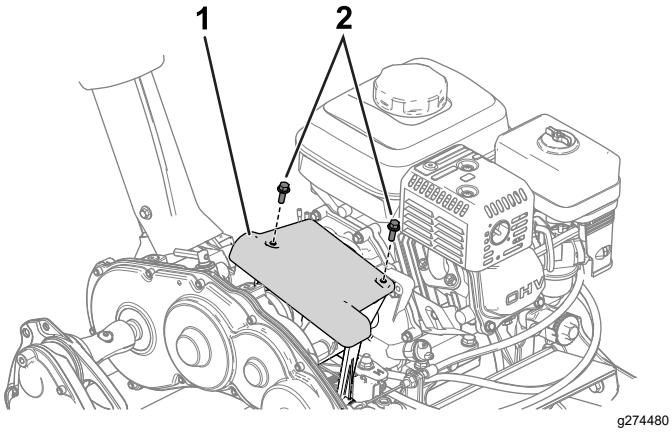

**Figuur 33**
1. U verkrijgt toegang tot de frictieschijf en de drukplaat door de kap van de koppeling te verwijderen (Figuur 33).